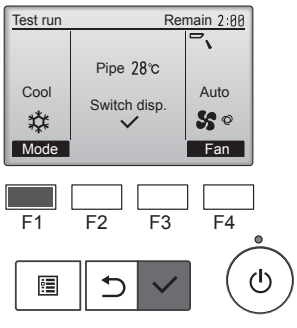

Afb. 7-3
① Druk op de functietoets [F1] om de bedieningsstand te wijzigen. (Afb. 7-3)